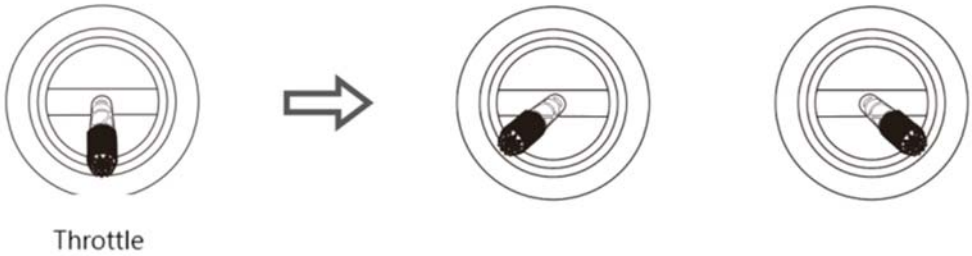

Figure 2-6 Lock and Land
Step2： After the drone lands, place the throttle stick to the down position, and then perform the locking action as shown in Figure 2-6.